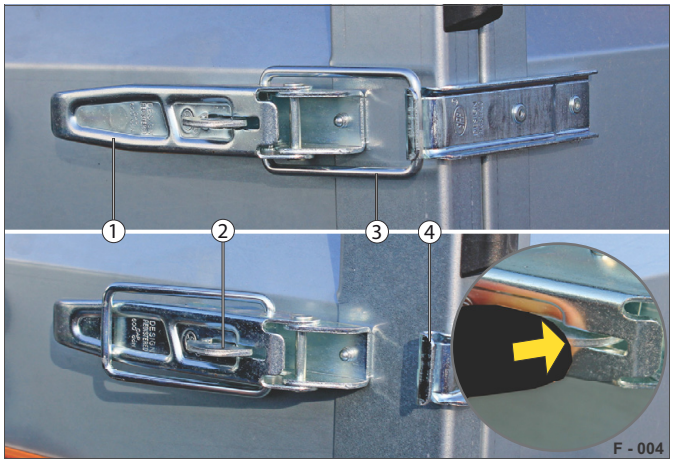

Abb. 5 Stahovací uzávěr (STEELY)
▶ Zatlačte na pojistku (Abb. 5/2) a zatáhněte za úchyt (Abb. 5/1).
Upínka (Abb. 5/3) se uvolní.
▶ Otáčejte upínku, dokud se neuvolní z jazýčku (Abb. 5/4).